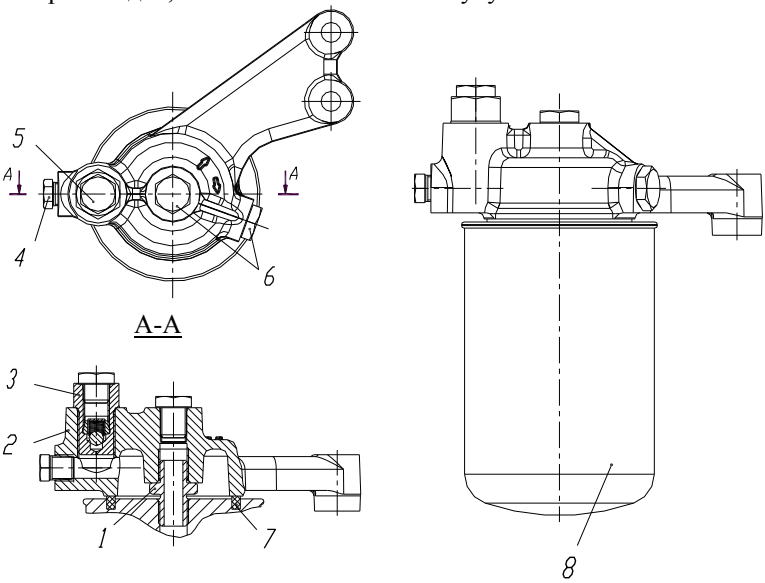

Рис. 21. Фильтр тонкой очистки топлива со сменным фильтром:
Фильтр тонкой очистки топлива (рис. 21) состоит из корпуса 2 с ввернутым к нему штуцером 1 и сменного фильтра для топлива 8. Сменный фильтр выполнен в виде неразборного патрона с металлическим корпусом. Установка сменного фильтра на корпус осуществляется наворачиванием его до упора на центральный резьбовой штуцер 1. Уплотнение между корпусом и сменным фильтром обеспечивается уплотнительным кольцом 7 сменного фильтра. В корпус 2 ввернут клапан жиклер 3. Через клапан жиклер сливается часть топлива вместе с воздухом, попавшим в систему низкого давления. Клапан жиклер отрегулирован на давление начала открытия 20…40 кПа (0,2…0,4 кгс/см^2). При малом давлении в системе, что может наблюдаться при пуске двигателя, клапан перекрывает канал и слива топлива не происходит, питание ЭФУ топливом улучшается.
2. Отвернуть сменный фильтр для топлива 8 (см. рис. 21). В случае затруднённого отворачивания фильтра использовать специальный съёмник.